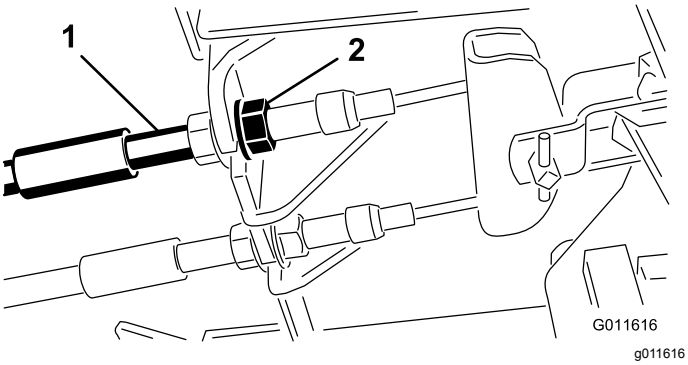

Figur 66
1. Tilspænd bremserne for at reducere bremsepedalernes frie vandring ved at løsne den forreste møtrik på bremsekablets gevindende (Figur 66).